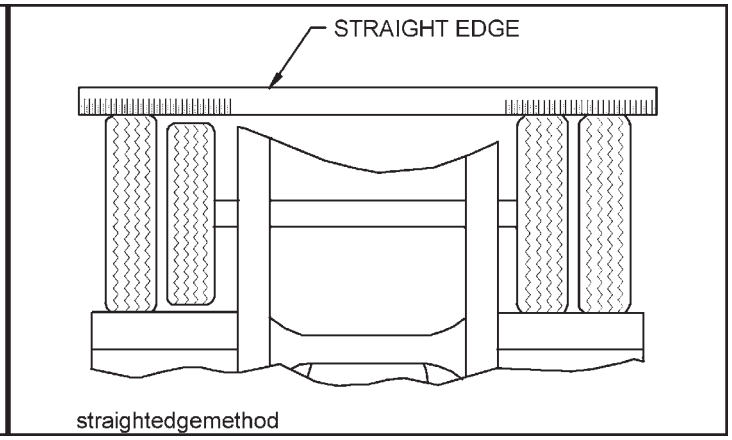

Figure 4-22 Straight Edge Method
b. Straight Edge or String Method: (This method cannot be used if tire and wheel assemblies are not mounted on the axle.) Jack trailer up until the wheels are off of the ground. Hold a straight edge against the tires of both ends of an axle. A gap at one tire indicates a smaller tire. A maximum of 1/8" gap is allowed **(See Figure 4-22)**.